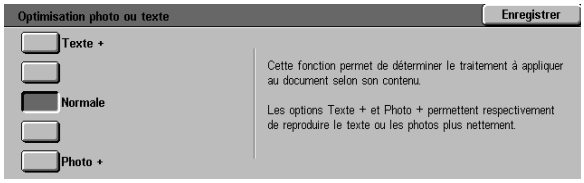

Figure 50 : Paramètres Optimisation texte ou photos
- Pour le paramètre Optimisation texte ou photos, appuyez sur la touche correspondant à l'option voulue (voir la figure 50).